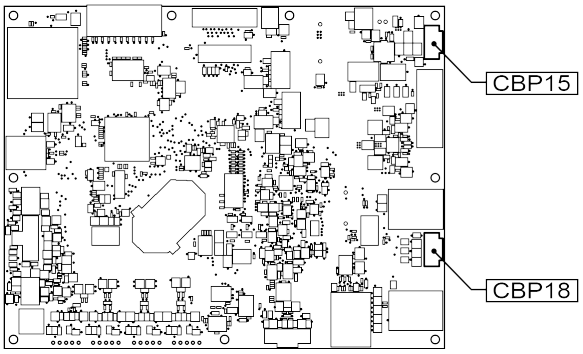

Figure 11
10. Using the harness included with the printer, connect to the conrol board as shown in Figure 11. The wires are marked with their respective connector labels.